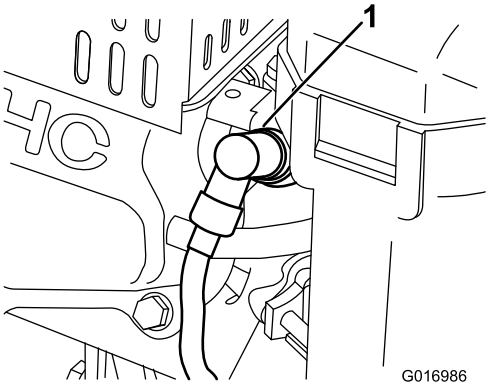

**Figur 26**
1. Tag den støbte tændrørsledning af tændrøret (Figur 26).